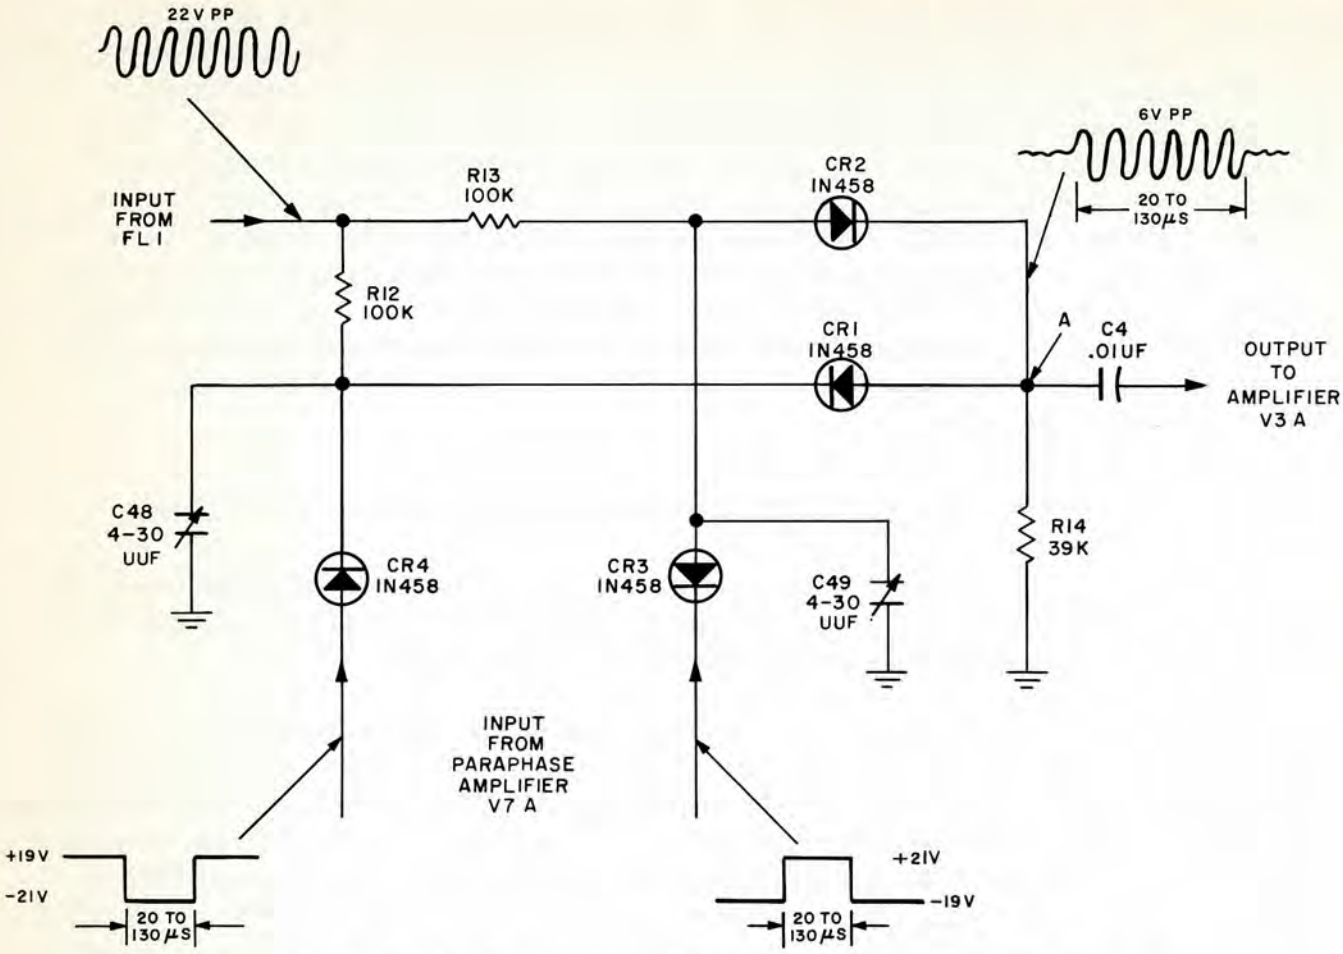

Figure 4-6. Pulse Generator 0-706/FPN-42, 100-KC Gate, Simplified Schematic Diagram
b. See figure 4-6. The input 100 kc is fed to diodes CR1 and CR2 through isolating resistors R12 and R13. During the time when no gating waveform exists, diodes CR3 and CR4 are forward biased, thereby back biasing diodes CR1 and CR2 and preventing any 100 kc from reaching the output. When the gating pulses occur, CR3 and CR4 are back biased, thereby allowing CR1 and CR2 to conduct. Diode CR1 passes the negative half-cycles of the input 100 kc, and CR2 passes the positive half-cycles. The negative and positive half-cycles are recombined at point A, to form a train of 100-kc sine waves during the duration of the gating pulse. Resistor R14 serves as a load for CR1 and CR3, and trimmer capacitors C48 and C49 serve to minimize the amplitude of gating transients.